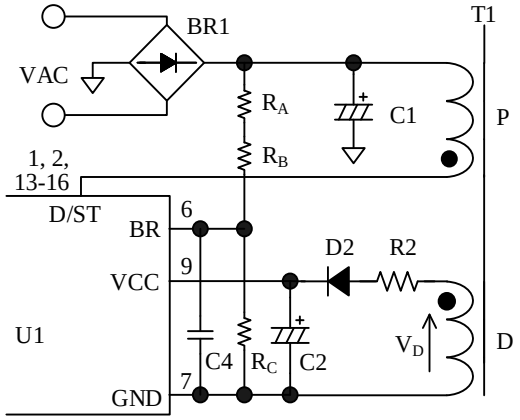
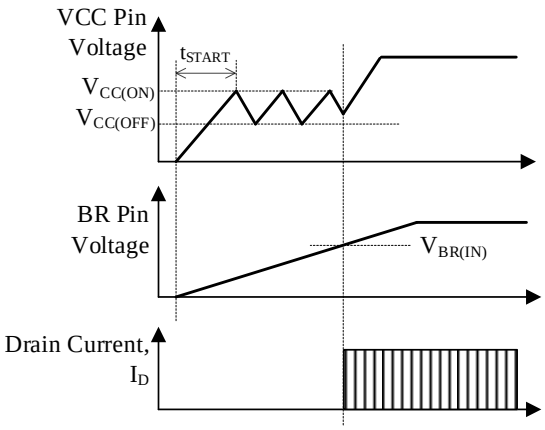

Figure 11-1. VCC Pin Peripheral Circuit
Figure 11-2. Operational Waveforms at Startup
Figure 11-1 illustrates the VCC pin and its peripheral circuit, whereas Figure 11-2 depicts operational waveforms at startup.
t_{START} is a period of time until the control circuit starts to operate (see Figure 11-2) and is determined by the capacitance of C2. The approximate startup time, t_{START}, can be calculated by Equation (1) below:
When the BR pin voltage is less than $V_{BR(IN)}$ = 1.11 V, the bias assist function is disabled (see Section 11.3). Thus, the VCC pin voltage repeats fluctuating between $V_{CC(ON)}$ and $V_{CC(OFF)}$, as shown in Figure 11-2. When the BR pin voltage increases to $V_{BR(IN)}$ or more after that, the IC starts to oscillate. After the IC starts oscillating, a voltage to be applied to the VCC pin is the rectified auxiliary winding voltage, V_D, as shown in Figure 11-1. When the power startup sequence ends, the startup circuit automatically turns off to eliminate the power dissipation by itself.